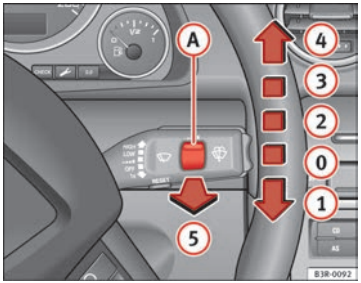

Fig. 101 Windscreen wiper lever
The windscreen wiper lever ⇒ fig. 101 has the following settings:
With the lights switched on, operate the automatic wash and wipe ⇒ fig. 101 (5), and keep the lever pulled towards you for at least 1 second.